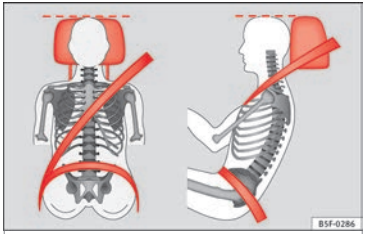

Fig. 83 Correctly adjusted head restraint as viewed from the front and the side.
- Adjust the head restraint so that its upper edge is, as far as possible, at the same level as the top of your head, or at the very least, at eye level **›››** Fig. 83.